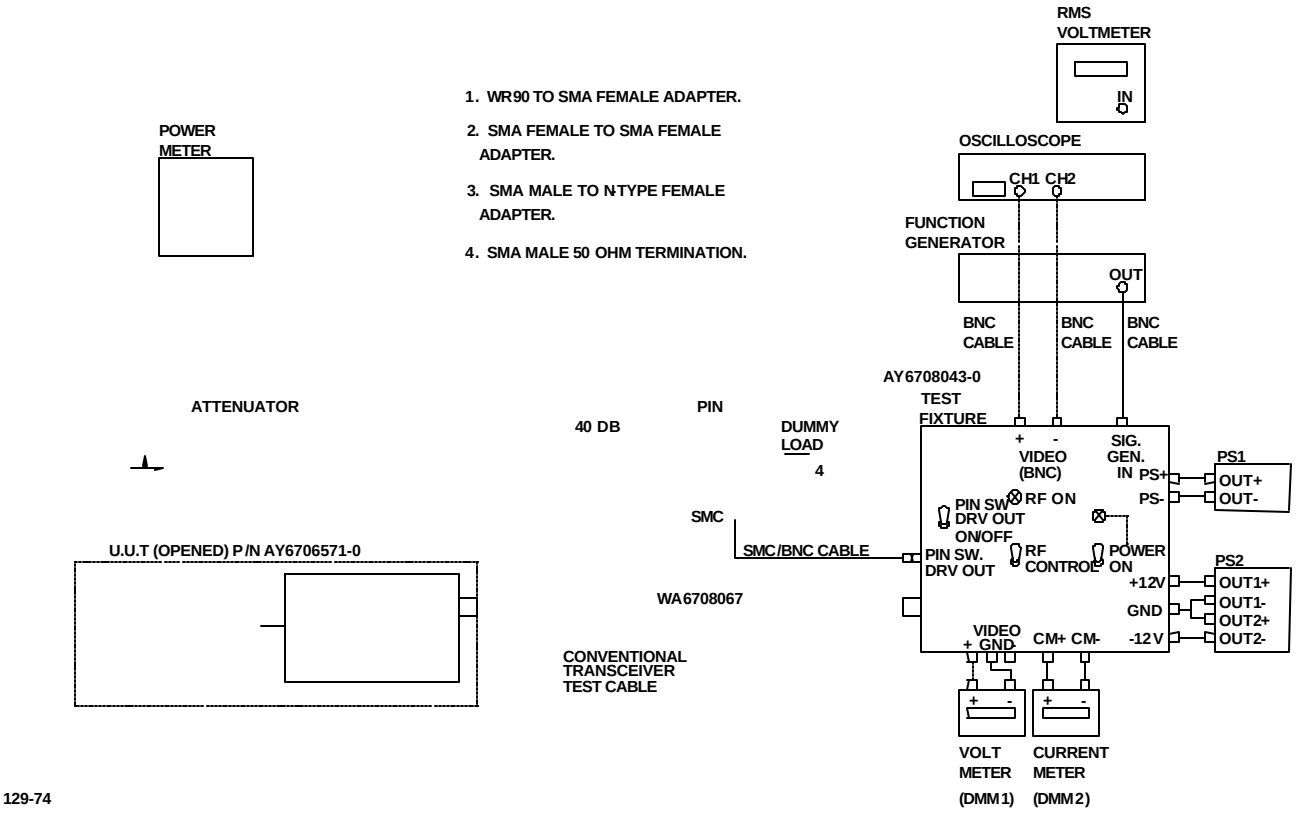

Figure D-23. Transceiver Assembly Sensitivity Test Set-up
a. Connect test setup IAW Figure D-23.